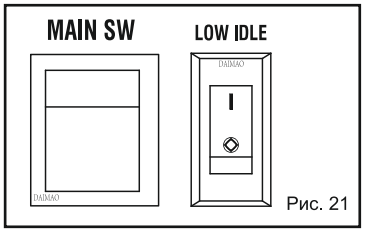

Рис. 21
2. Поверніть ГОЛОВНИЙ перемикач у положення «I».Поверніть перемикач LOW IDLE в положення «O». (Рис. 21)